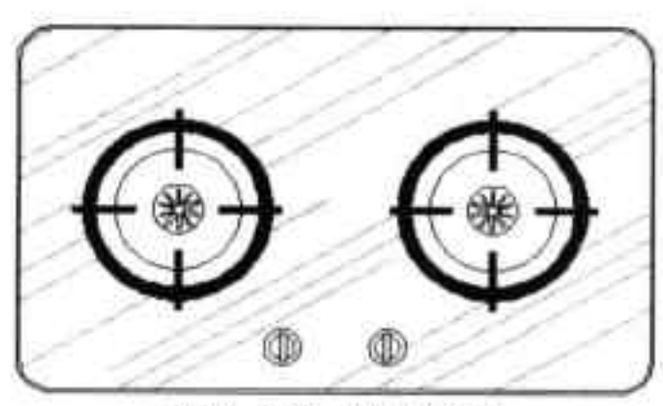

图6-98 完成绘制
Step25 删除垂直辅助线。执行“图案填充”命令，选中所需填充的图案，并设置好填充比例、颜色和填充角度，然后选择炉灶台面将其填充即可。至此完成炉灶平面图的绘制，如图 6-98 所示。